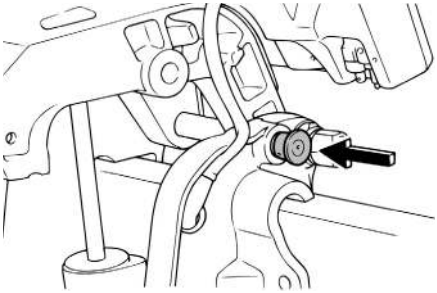

Рис. 37 Фиксатор наклона
3. Для фиксации подвесного лодочного мотора в крайнем верхнем положении (для разгрузки механизма электрического подъемника на время продолжительной стоянки) нажмите на фиксатор наклона и задвиньте его в корпус кронштейна крепления (Рис. 37). Нажмите на кнопку управления электрическим подъемником в положение DN (вниз) и осторожно опустите мотор на фиксатор. Мотор должен остаться в поднятом положении.